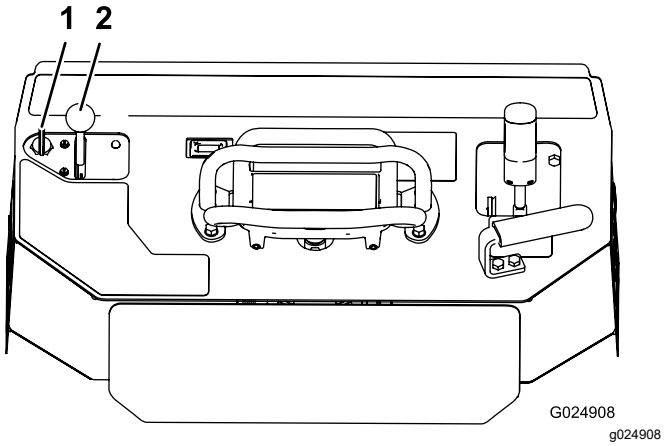

Figur 18
1. För gasreglaget till mittläget mellan det LÅNGSAMMA och det SNABBA läget (Figur 18).
2. Vrid nyckeln till det PÅSLAGNA läget (Figur 18). Släpp nyckeln när motorn startar.
3. För gasreglaget till önskat läge (Figur 18).